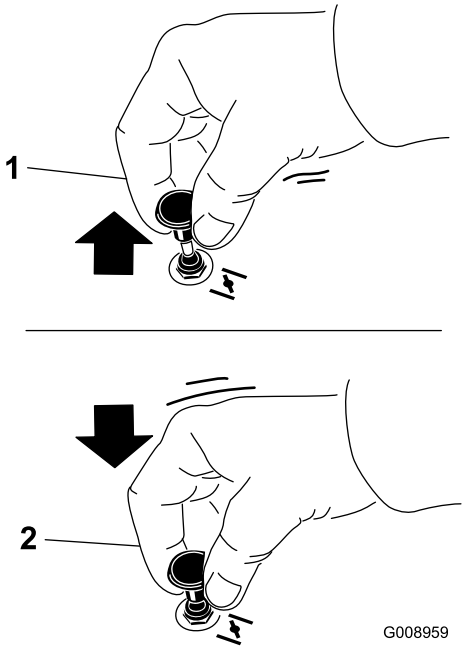

Bild 13
2. Ziehen Sie das Choke-Handrad heraus, um den Choke zu aktivieren, bevor Sie die Zündung einschalten (Bild 13).
3. Drücken Sie den Choke herein, um den Choke zu deaktivieren, wenn der Motor angesprungen ist (Bild 13).